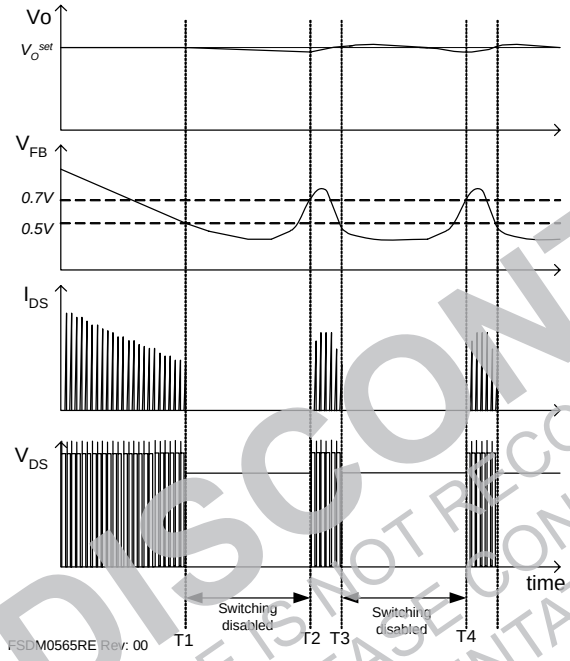

Figure 21. Waveforms of Burst Operation
5. Burst Operation: To minimize power dissipation in standby mode, the FSDM0x65RE enters burst-mode operation. As the load decreases, the feedback voltage decreases. As shown in Figure 21, the device automatically enters burst mode when the feedback voltage drops below V_{BURL}(500mV). At this point, switching stops and the output voltages start to drop at a rate dependent on standby current load. This causes the feedback voltage to rise. Once it passes V_{BURH} (700mV), switching resumes. The feedback voltage then falls and the process repeats. Burst-mode operation alternately enables and disables switching of the power SenseFET, thereby reducing switching loss in standby mode.